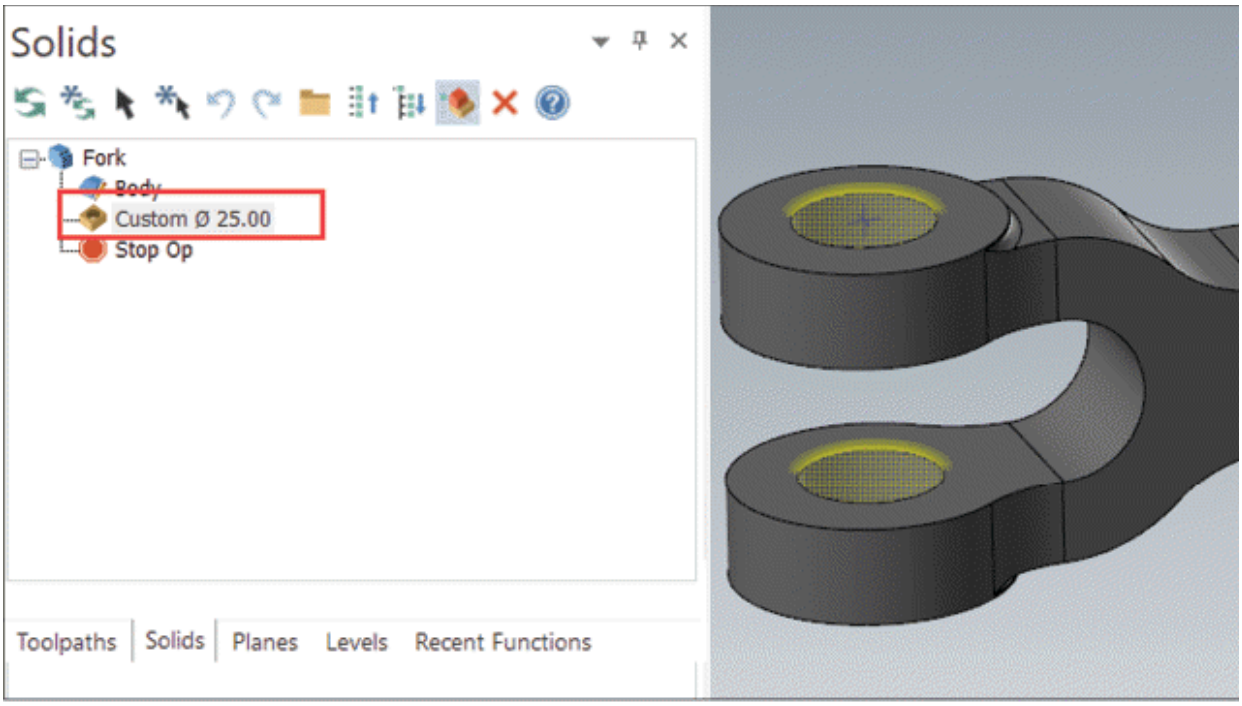

Figure-20. Hole detected
- Click on the **OK** button from the message box. The detected feature will be added in **Solids Manager**; refer to Figure-20.